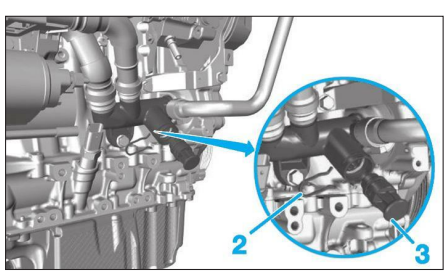

**Fig. 21**
• Déposer l'agrafe (2) du bouchon (3) située sur le collecteur d'eau **(Fig.21)**.